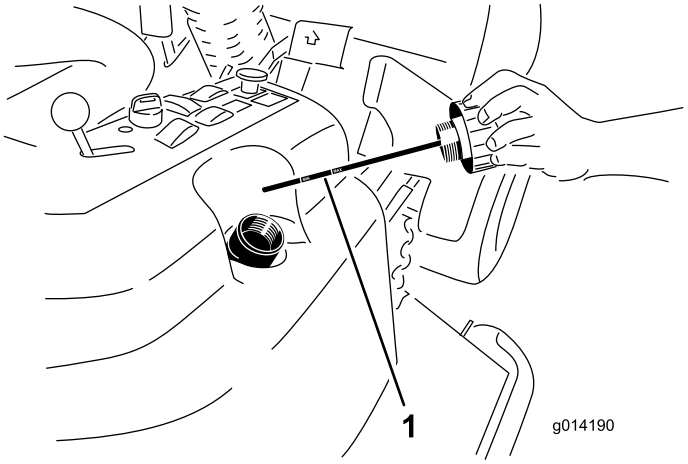

Figur 53
2. Lossa hydraultankens påfyllningslock (Figur 53) från påfyllningsröret.
3. Ta ut oljestickan och torka av den med en ren trasa (Figur 53).
4. Skruva in oljestickan i påfyllningsröret; ta ut den igen och kontrollera vätskenivån (Figur 53).